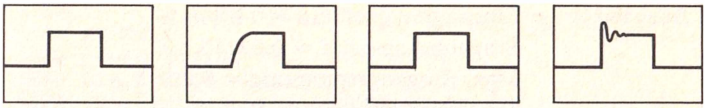

Abb. 5.1 Schirmbilder (Abgleich mit CX)
- Der Kondensator CX wird in der Praxis häufig als Trimmkondensator ausgelegt. Wenn man an den Eingang der Schaltung ein sauberes Rechtecksignal anlegt (*Abb. 5.1*), so kann man mit CX das Ausgangssignal optimieren.